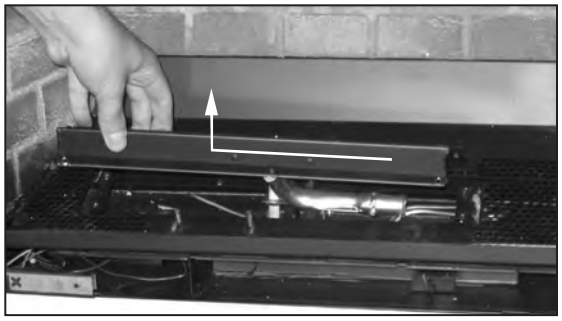

Figure 20: Burner Removal.
4. Using a T-20 screwdriver, remove the four (4) screws that hold the burner in place (pointed out in Figure 19). Slide the burner to the left (see Figure 20), then up and out of the firebox.